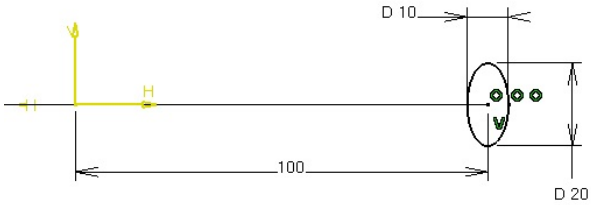

Figure 10-72 *The sweep profile*
5. Draw an ellipse for the sweep profile, as shown in Figure 10-72, and exit the **Sketcher** workbench.